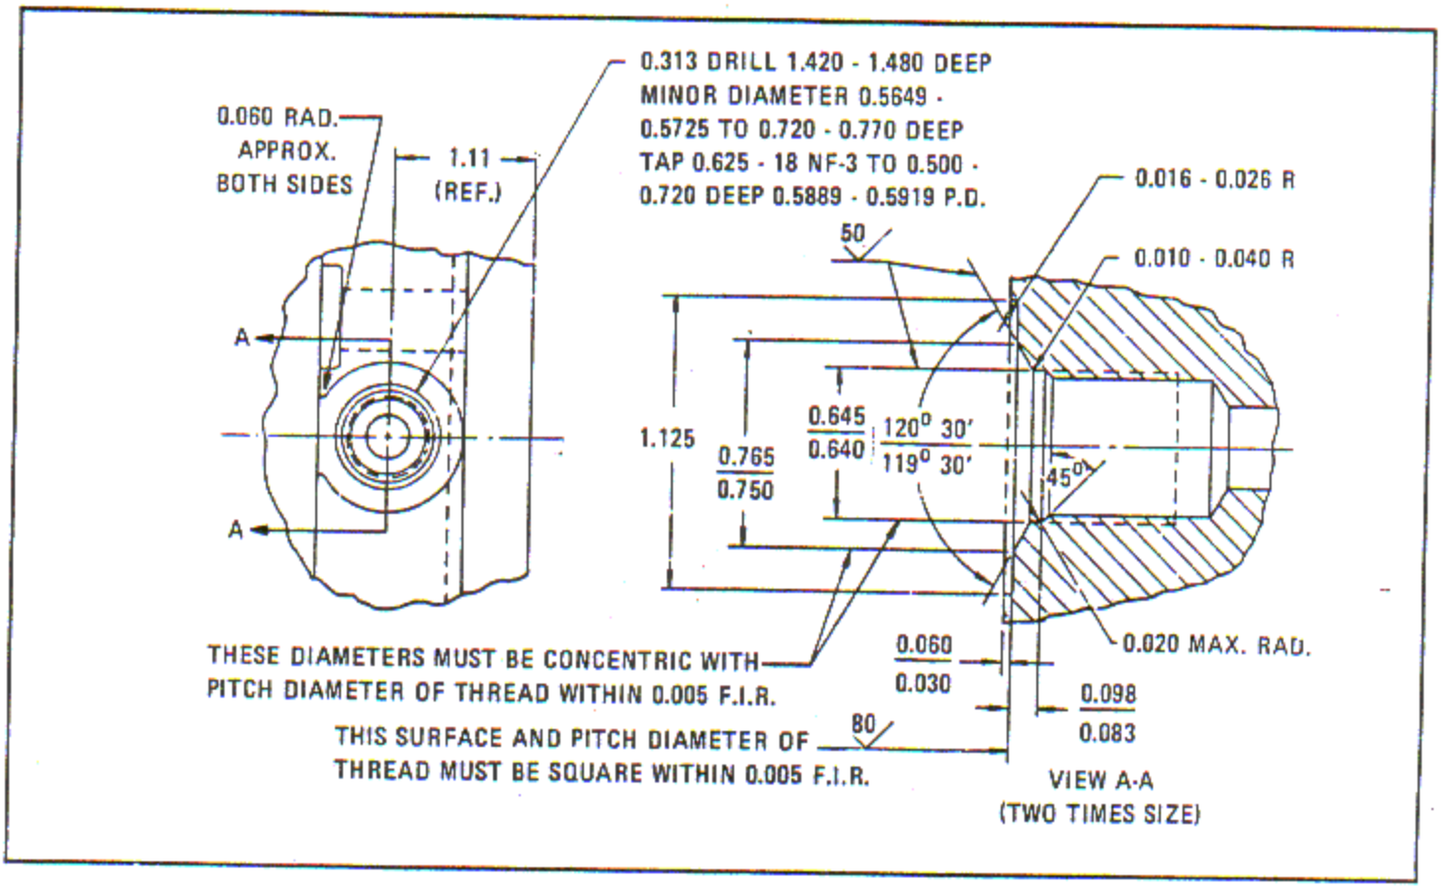

Figure 6-43. Remachining Crankcase at Tube Connector Hole
c. Using standard machine shop practice, remachine the crankcase at the external hydro oil tube connector hole in accordance with figure 6-43.
f. Reinstall the cone in place on the tube and silver braze as shown in figure 6-43.